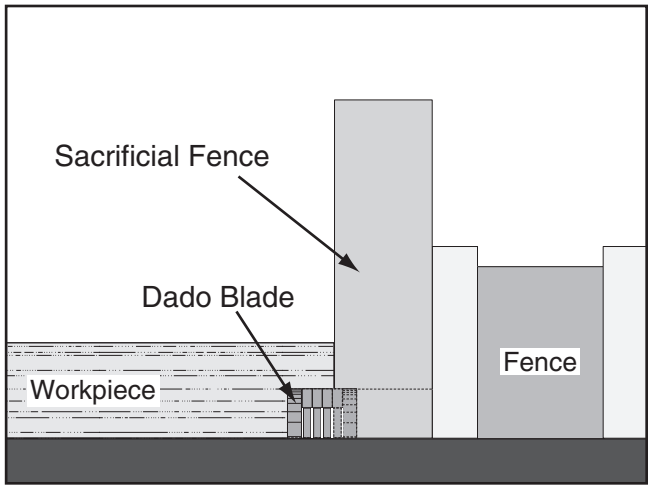

Figure 70. Rabbet cutting.
3. Adjust fence and align workpiece to perform cutting operation, as shown in **Figure 70**.